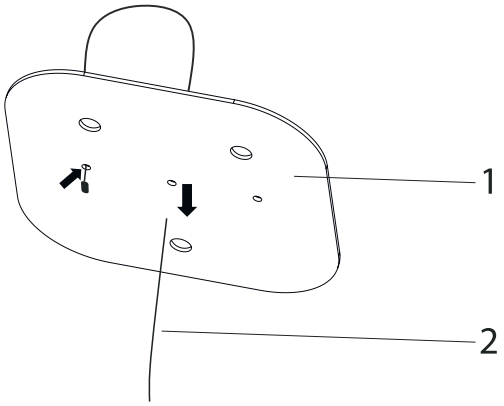

Fig. 29
2. Skub stålwiren igennem ophæningspladen som vist på figur (Fig. 29).